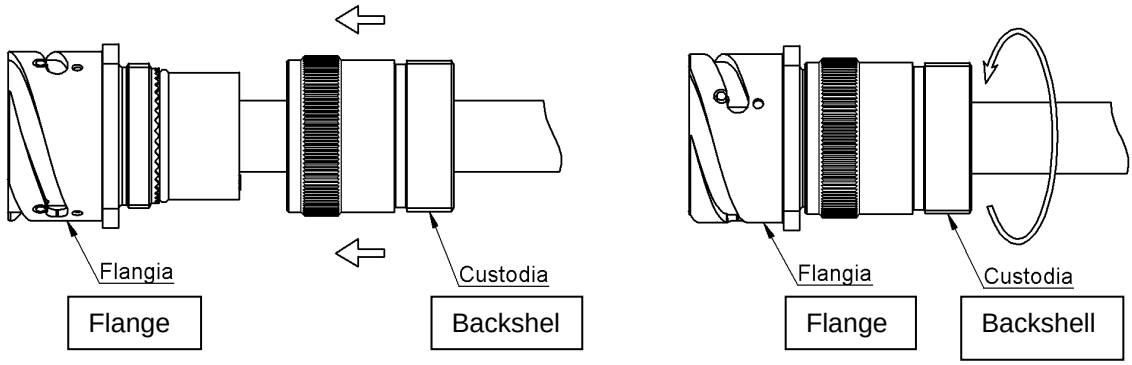
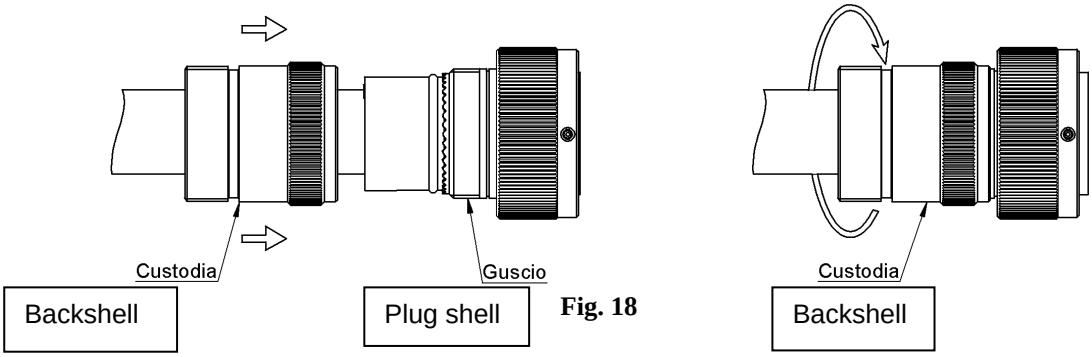

Fig. 17
Fig. 18
Step 4.1: Screw the backshell onto the rear thread of the front unit (Fig. 17 and Fig. 18) being careful not to damage materials or galvanic coatings. To make mounting easier, it is recommended to lock the flange or shell firmly (the latter can be coupled to the flange using it as a bracket support). It is recommended to observe the tightening torques given in TAB.3.